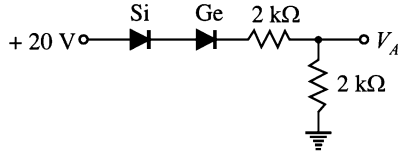

Fig. 6.75
4. Determine the magnitude of V_A in the circuit shown in Fig. 6.75. **[9.5 V]**